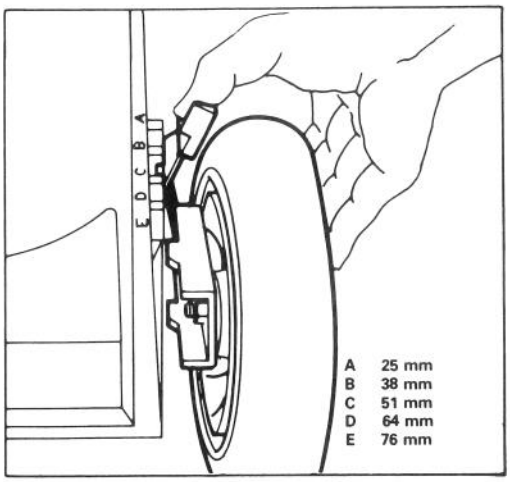

Afbeelding 12
2. Licht de huizing op, zodat het wiel van de grond is en u de hoogte gemakkelijker kunt afstellen. Pak de onderkant van de maaikast niet vast om de kap op te tillen. Druk de afstellingshefboom naar het wiel toe en zet hem op de gewenste stand (Afb. 12). Zorg ervoor dat de hefboom bij het afstellen in de inkepingen van de huizing valt. Stel alle wielen op dezelfde hoogte af.